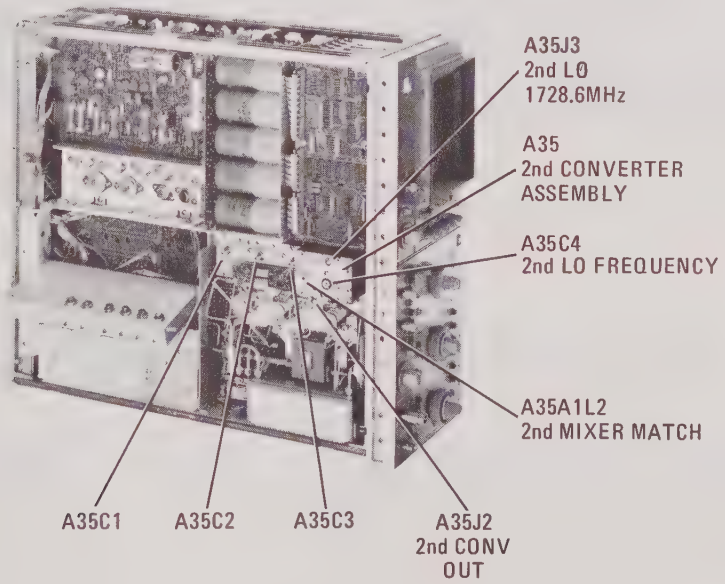

Figure 5-35. Second Converter Adjustment Locations
c. Connect frequency counter through modified adapter (HP Part No. 08565-60087) to A35J3 2ND LO (Figure 5-35) and adjust A35C4 2ND LO FREQUENCY for 1728.60 MHz ±0.1 MHz.